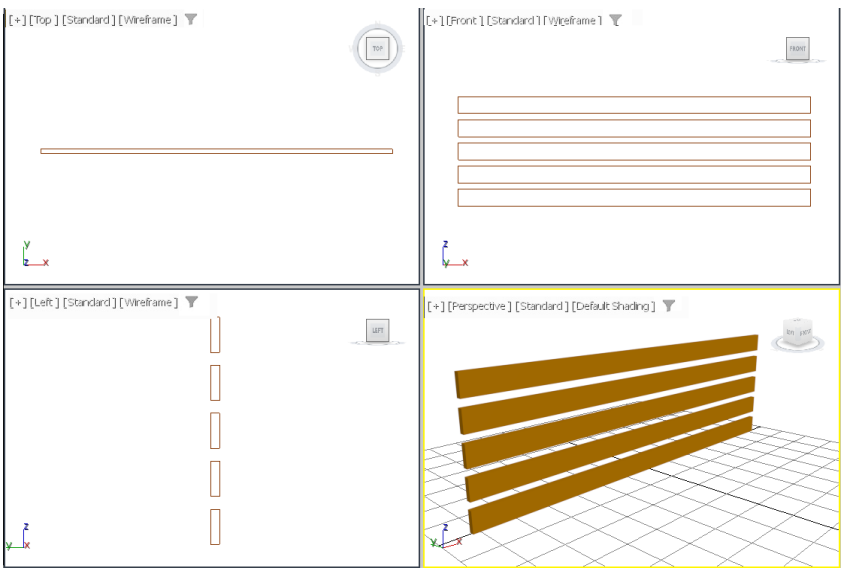

Figure 2-69 *Horizontal back supports displayed in viewports*
8. Choose the **Zoom Extents All** tool from the viewport navigation controls; the horizontal back supports are displayed in the viewports, as shown in Figure 2-69.